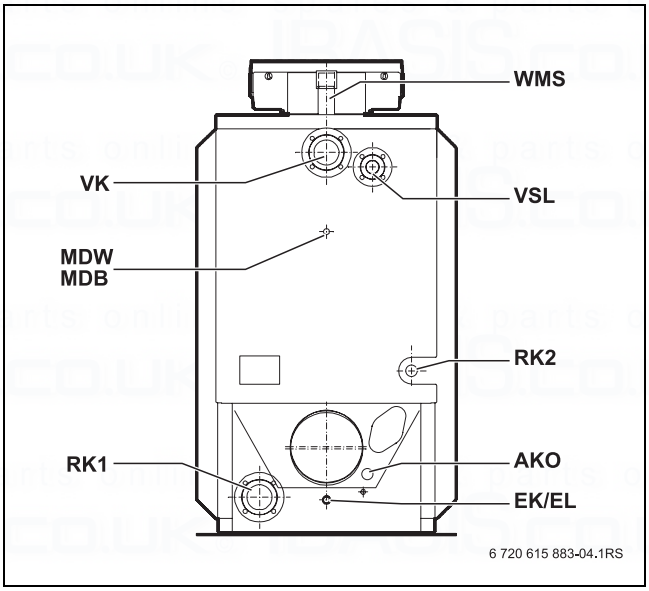

Fig. 6 Logano plus SB615 Gas boiler connections
- Connect the heating system return to the boiler return connections RK1 and RK2 (→ Fig. 6).
- Connect the heating system flow to the boiler flow connection VK (→ Fig. 6)
- Never connect a DHW cylinder or other heating circuit to the VSL safety line flow connection (→ Fig. 6).
- Fasten the relief valve to the VSL safety line flow connection using 4 screws (→ Fig. 6).